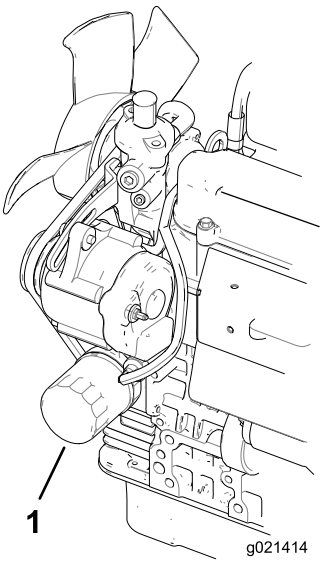

Figur 52
2. Fjern oliefilteret (Figur 52). Smør et tyndt lag ren olie på det nye filters pakning, før det skrues på. **Overspænd ikke.**